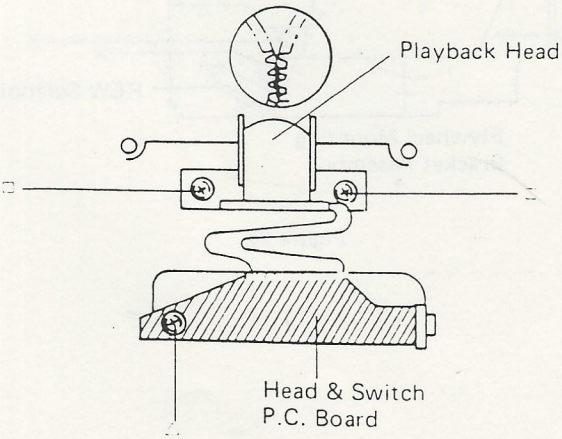
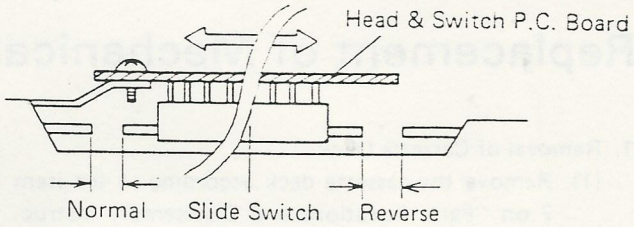

Figure 19
Figure 20
(1) Remove the eject lever assembly.
(2) Unsolder the screw marked " △ " and then remove it and two screws marked " □ " shown in Figure 19.
(3) Remove the playback head from the P.C. Board.
(4) After replacing the head with a new one, install the head and switch P.C. Board with three screws temporarily and assemble them in the reverse way to disassembly.
(5) After assembly, adjust the position of the head and switch P.C. Board so that the clearances on both ends of the slide switch become equal on the normal and reverse sides as shown in Figure 20.
(6) After adjustment, solder the screw marked " △ " shown in Figure 19.